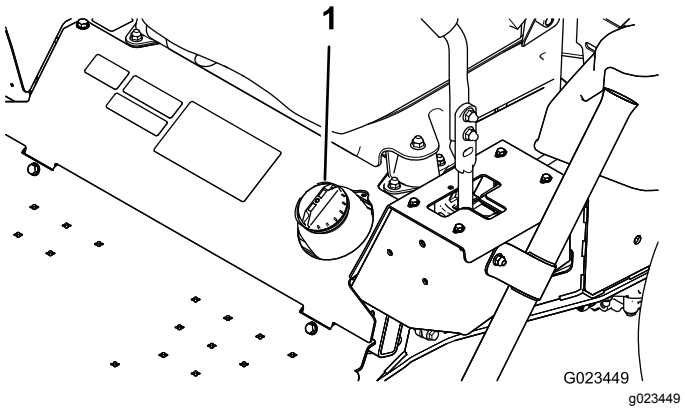

**Рисунок 16**
2. Очистите поверхности вокруг крышки топливного бака (Рисунок 16).